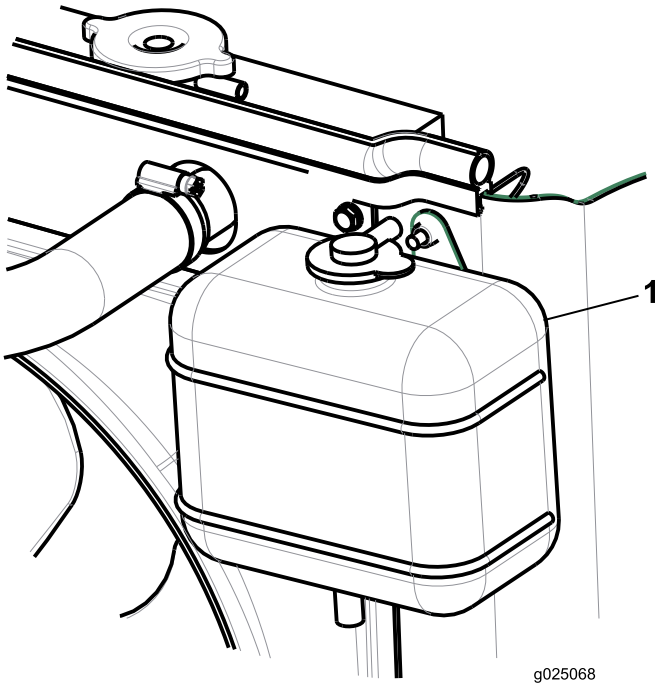

Figuur 25
2. Controleer het koelvloeistofpeil in de expansietank (Figuur 25). Het koelvloeistofpeil behoort tussen de markeringen op de zijkant van de tank te staan.